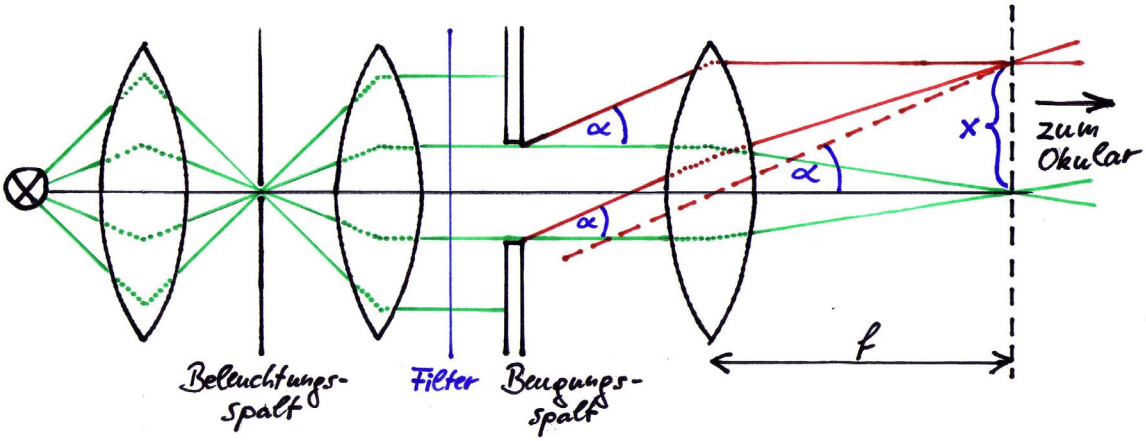

Abbildung 4.1.1.: Strahlengang zur Untersuchung der Fraunhofer'schen Beugungserscheinungen an einem Spalt.
1. Bauen Sie den Strahlengang nach Abbildung 4.1.1 auf. Lassen Sie aber den *Beugungs*spalt zunächst noch weg.
1. Wieso treffen die am Spalt gebeugten Strahlen die rechte Brennebene der Linse L2 im Abstand $x = f \cdot \tan\alpha$ (Bezeichnungen siehe Abbildung 4.1.1)?